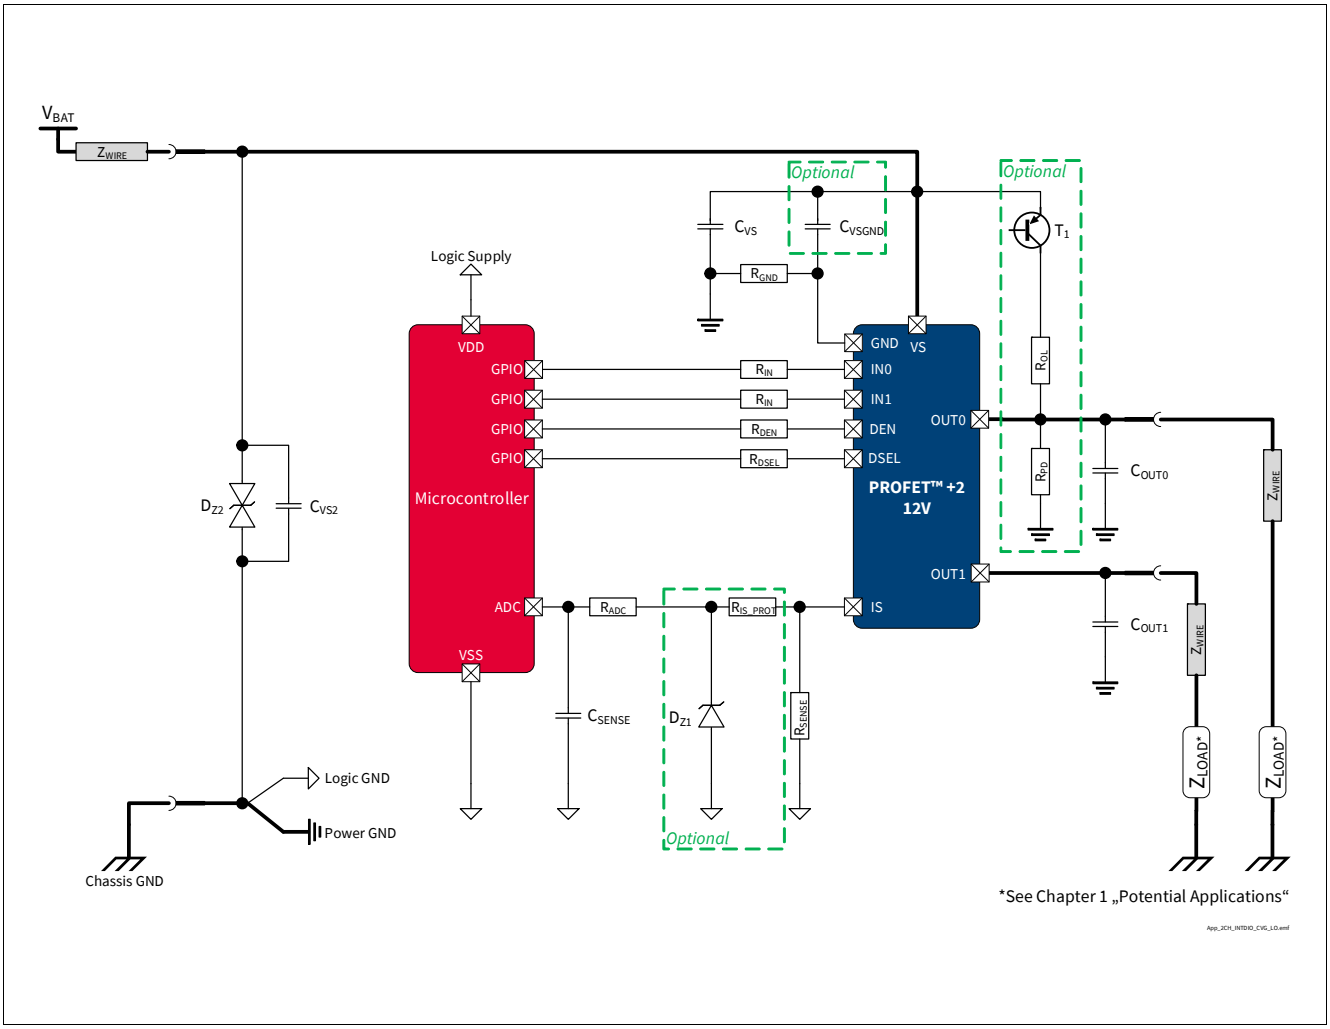

Figure 43 BTS7080-2EPA Application Diagram
1.05, 2019-10-15	P_8.7.7.1, P_8.7.7.7, P_8.7.7.8 updated (added in Note or Test Condition: link to **Figure 25**) P_7.5.7.4, P_7.5.7.5 updated (added in Note or Test Condition: DEN = “low”; link to **Figure 19**) P_7.5.7.12 updated (added in Note or Test Condition: see **Figure 21**; deleted unnecessary space in Symbol: |dVOUT / dt | → |dVOUT / dt|) P_8.7.7.6 updated (added in Note or Test Condition: see **Figure 26**) P_9.7.7.1 updated (added in Note or Test Condition: see **Figure 34**) P_9.7.7.5 updated (Min./Typ./Max.: -45%/1800/+45% → -28.0%/1750/+28.0%) P_9.7.7.6 updated (Min./Typ./Max.: -40%/1800/+40% → -25.5%/1750/+25.5%) P_9.7.7.8 updated (Min./Typ./Max.: -35%/1800/+35% → -23.5%/1750/+23.5%) P_9.7.7.12 updated (Min./Typ./Max.: -26%/1800/+26% → -19.0%/1750/+19.0%) P_9.7.7.15 updated (Min./Typ./Max.: -11%/1800/+11% → -9.8%/1805/+9.8%) P_9.7.7.17 updated (Min./Typ./Max.: -6%/1800/+6% → -6.0%/1805/+6.0%) P_9.7.7.19 updated (Min./Typ./Max.: -5%/1800/+5% → -4.5%/1805/+4.5%) P_7.5.7.11 updated (added in Note or Test Condition: see **Figure 19**) **Figure 1**, **Figure 43** updated **Chapter 1** updated (or LED equivalent → or equivalent electronic loads (e.g. LED modules)) P_4.3.0.7 added **Table 24** updated **Chapter 5.1** updated (added: see **Chapter 10** for the complete application setup overview)